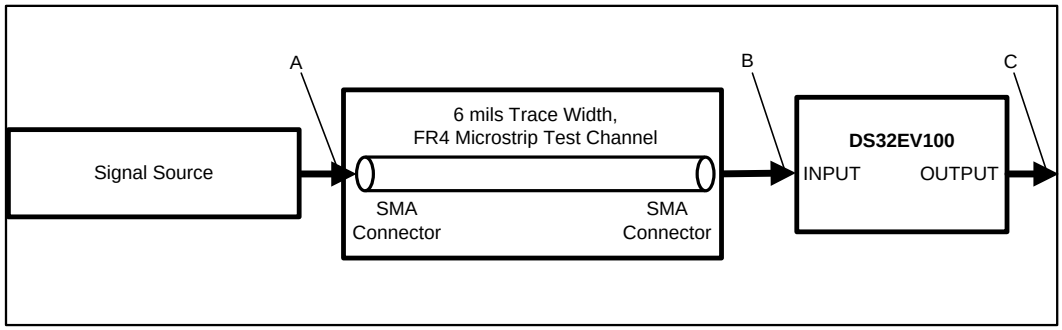

Figure 2. Test Setup Diagram
(4) Measured with clock-like {11111 00000} pattern.
(5) Specification is guaranteed by characterization at optimal boost setting and is not tested in production.
(6) Deterministic jitter is measured at the differential outputs (point C of Figure 2), minus the deterministic jitter before the test channel (point A of Figure 2). Random jitter is removed through the use of averaging or similar means.
(7) Random jitter contributed by the equalizer is defined as sqrt ($J_{OUT}^2 - J_{IN}^2$). J_{OUT} is the random jitter at equalizer outputs in ps_{rms}, see point C of Figure 2; J_{IN} is the random jitter at the input of the equalizer in ps_{rms}, see Figure 2.